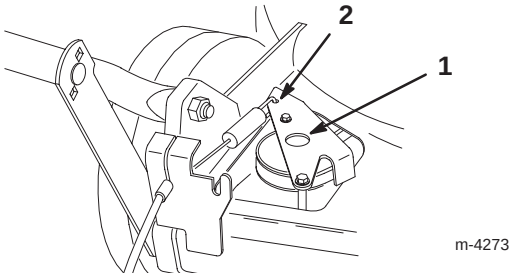

Figur 26
4. Skjut ner drivningsfästet tills det vidrör gräsklipparen, och håll det därefter på plats (figur 26).